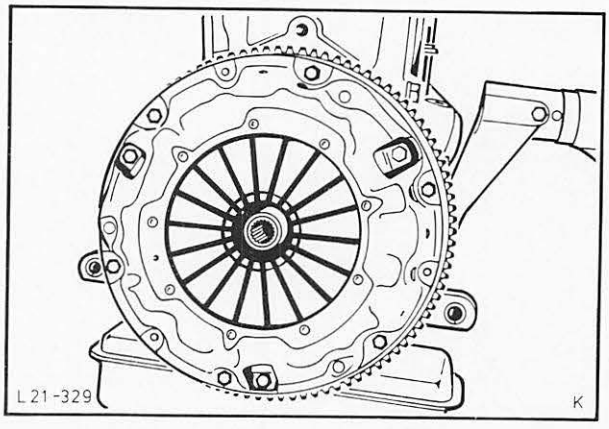

Abb. 47 Kupplungsdruckplatte abschrauben
17. Kupplungsdruckplatte (6 Schrauben) mit Reibscheibe abmontieren, Abb. 47, anschließend Schwungscheibe abschrauben.